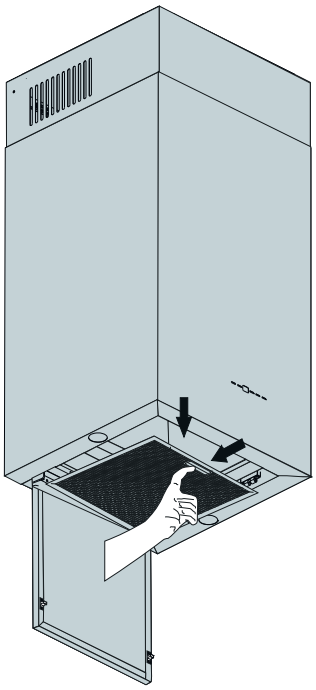

*Fig. 12*
**1.** Para remover a placa de sucção lateral, segurar nos pontos de tipo direito e esquerdo e puxar para baixo (Fig. 12).
Abrir o fecho do filtro da cassete de alumínio premindo o separador e remover o mesmo da respetiva cavidade (Fig. 12).